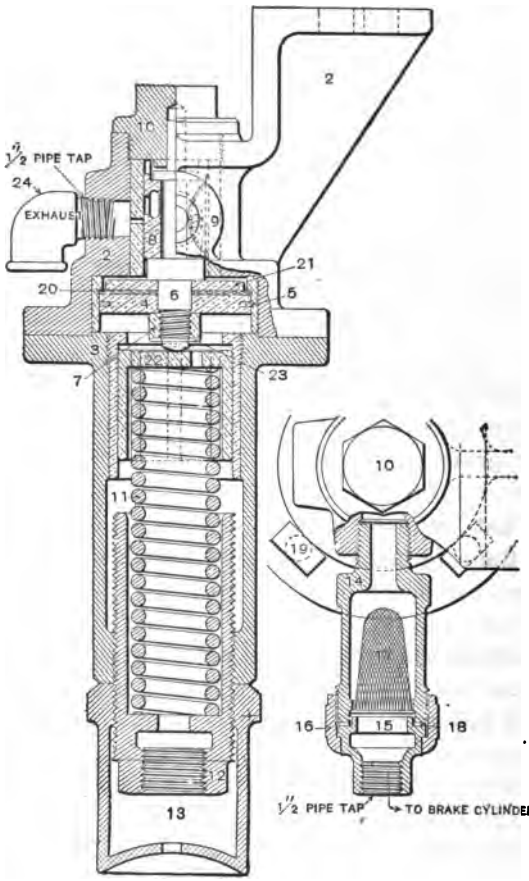

FIG. 57.—HIGH-SPEED AUTOMATIC REDUCING VALVE.
Q. What does Fig. 57-A on page 182 represent?
A. The automatic reducing valve shown in the accompanying cut (Fig. 57).